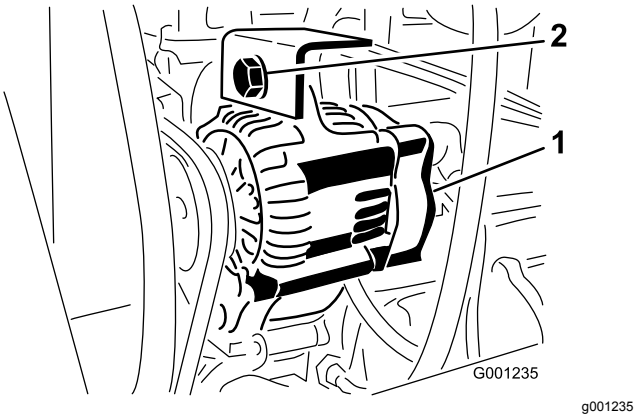

Figur 72
2. Løsn monteringsbolten til generatoren (Figur 72).
3. Øg eller mindsk generatorremmens stramhed, og spænd monteringsbolten (Figur 72).